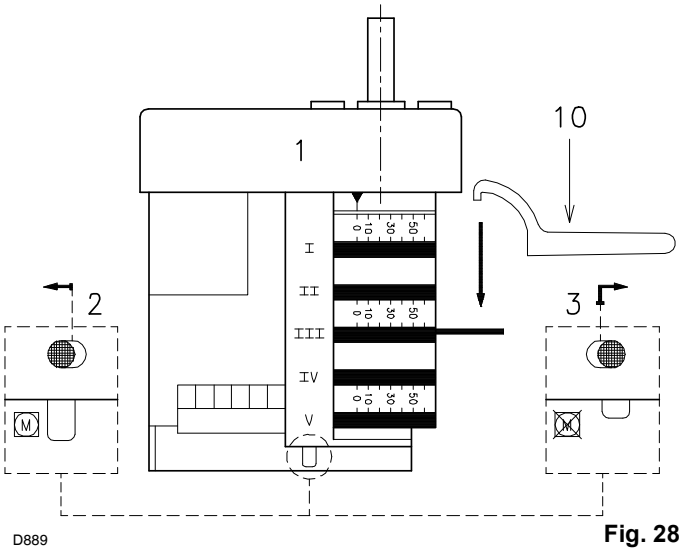

Fig. 28
In order to adjust cam III, especially for fine movements, key 10) (Fig. 28), held by a magnet under the servomotor, can be used.
- ➤ When the setting has been carried out and the burner switched off, verify manually, after having released the servomotor pushing and moving the button 3) (Fig. 28), towards the right, that betewwn 0° and 130° no slow-down occurs.
- ➤ During adjustment of the intermediate outputs it is advisable to adjust the air in certain positions so that the bearing which slides over the variable profile foil of the cam is found directly by the side of one of the screws 3) (Fig. 28), this is necessary in order that the adjustment carried out on a screw alters the contiguous adjustments as little as possible.